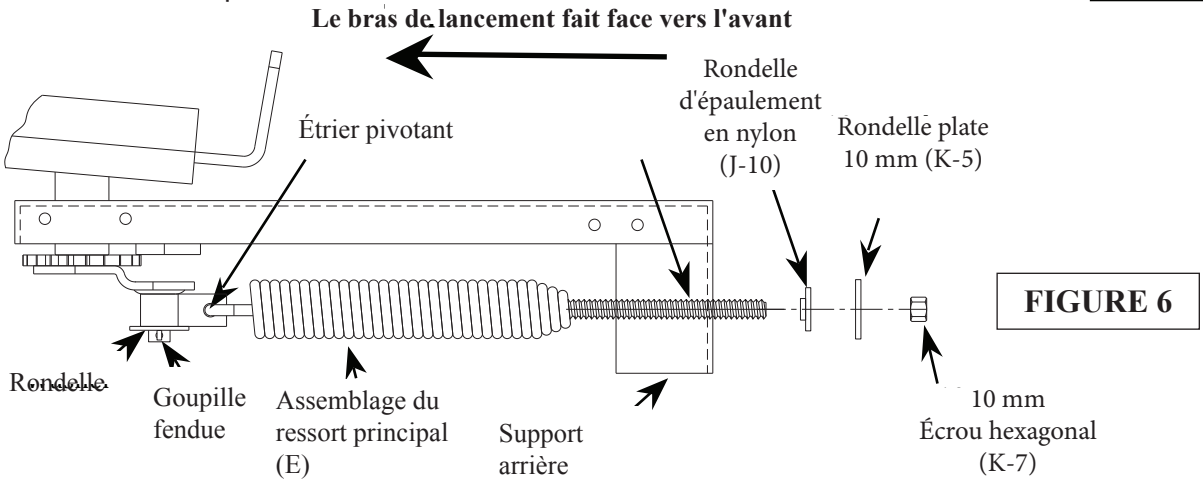

FIGURE 6
ASSEMBLAGE DU RESSORT PRINCIPAL (FIG. 6)
• RÉGLER LA TENSION DU RESSORT PRINCIPAL (FIG. 6). Placer le cadre du lanceur (B) en position horizontale. Tourner l'écrou hexagonal 10 mm (J-12) du ressort principal (E) dans le sens antihoraire pour réduire la tension du ressort et dans le sens horaire pour l'augmenter.